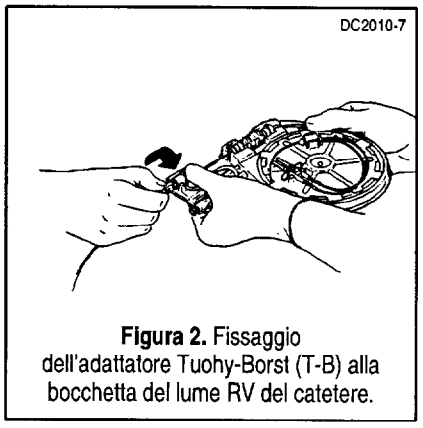

Figura 2. Fissaggio dell'adattatore Tuohy-Borst (T-B) alla bocchetta del lume RV del catetere.
3. Staccare il raccordo RV del catetere dal trasduttore di pressione. Togliere il cappuccio protettivo dall'adattatore Tuohy-Borst (T-B). Connettere l'adattatore T-B al raccordo del lume RV (Figura 2). **Fare attenzione a non danneggiare la punta della sonda.**